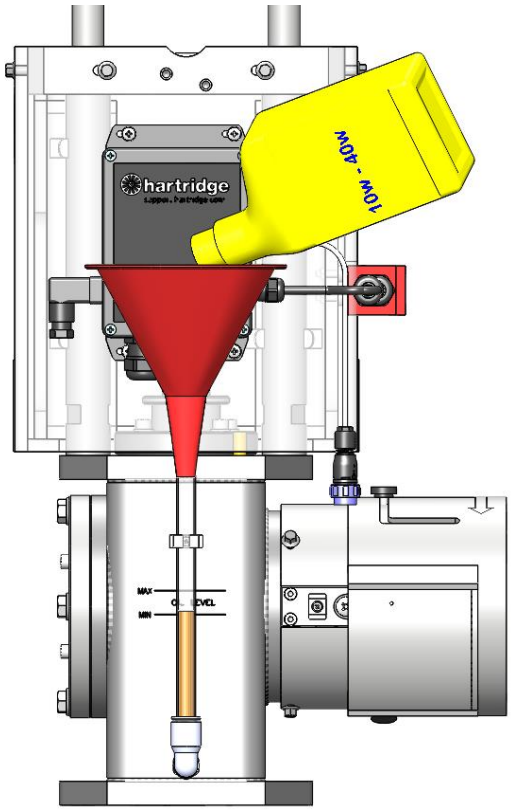

Рисунок 4.9 Место заливки масла через трубку слива/проверки уровня масла
- Трубка слива/проверки уровня масла (Рисунок 4.9) – при помощи подходящей лейки.